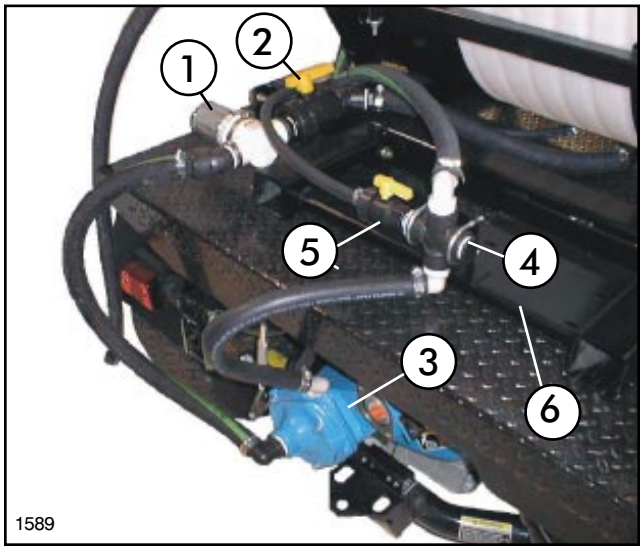

FIG. 5
Valve into the inlet port of the Suction Strainer using (1) 1-1/4” close nipple. See FIG. 5.
4. Apply thread sealer and install (1) 45° Elbow and 1-1/4” Hose Barb into the outlet port of the Suction Strainer.
5. Secure Suction Strainer to Strainer Bracket using (1) hose clamp.
7. Connect Suction Strainer and Pump with 1-1/4” x 36” suction hose. Secure with (2) hose clamps.
8. Apply thread sealer and install 1” x 1/2” reducing bushing, 1/2” close nipple, 1/2” Ball Valve and hose barb into L.H. port in Cross. See FIG. 5.
11. Mount Cross Base to Engine / Pump Base mounted to Tank Saddle frame using 5/16” x 3/4” Whizlock cap screw and flange nut. See FIG. 5.
12. Mount Cross Assembly to Cross Base, as shown in FIG. 5, using (2) 5/16” U-Bolts and (4) flange nuts.
14. Secure a 1” x 44” Hose to the upper 90° hose barb in cross using (1) 1” hose clamp. Route other end of hose toward front of vehicle along L.H. side.
15. Connect lower 90° hose barb in cross and 90° hose barb in outlet port of pump with 1” x 24” hose and secure with (1) 1” hose clamp at each end.